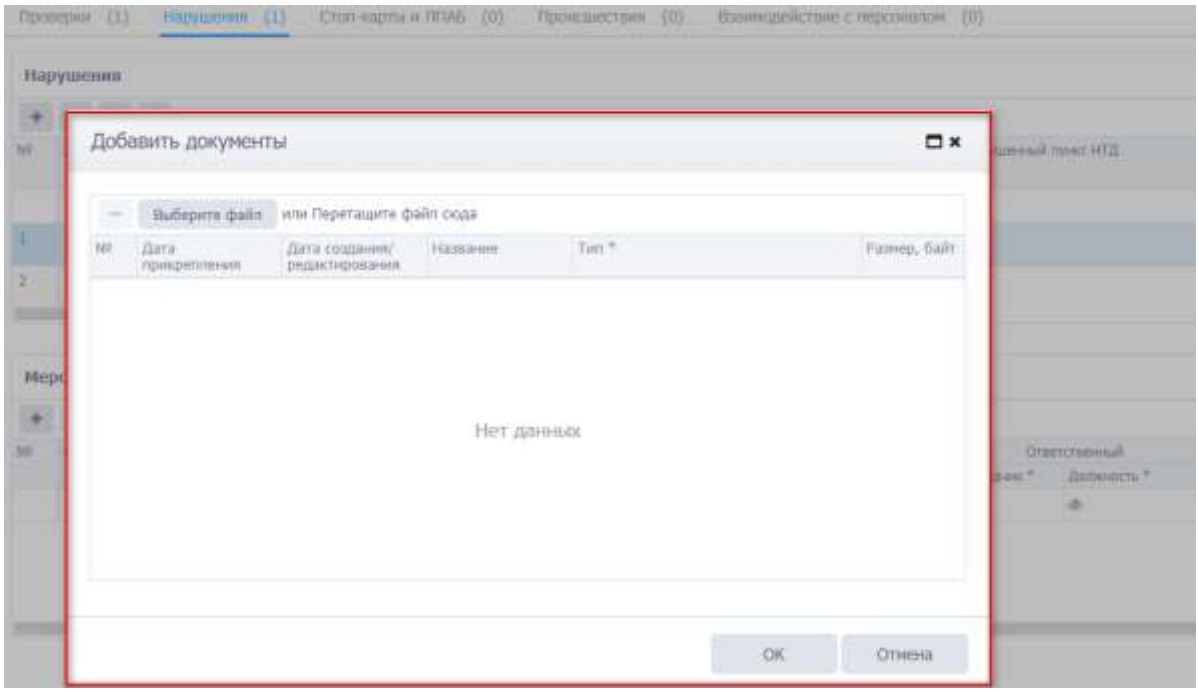

Рис. 3.242
- добавить документ. По нажатию на кнопку открывается одноименное окно «Добавить документы». Для добавления нового документа нажмите на кнопку Выберите файл и выберите с вашего компьютера документ в стандартном диалоговом окне или перетащите файл в специальную область (рис. 3.242). Затем в окне «Тип документа» выставите флаг в подходящем